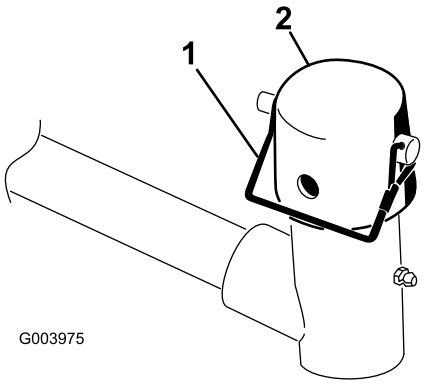

Figuur 7
6. Verwijder de borgpen en het kapje van het juk van het draaipunt van de hefarm (Figuur 7).
10. Zet het kapje en de as van het draagframe vast aan het juk van de hefarm met de borgpen. Gebruik de sleuf als een sturend maaidek is gewenst of de opening als het maaidek moet worden vastgezet in zijn stand (Figuur 7).